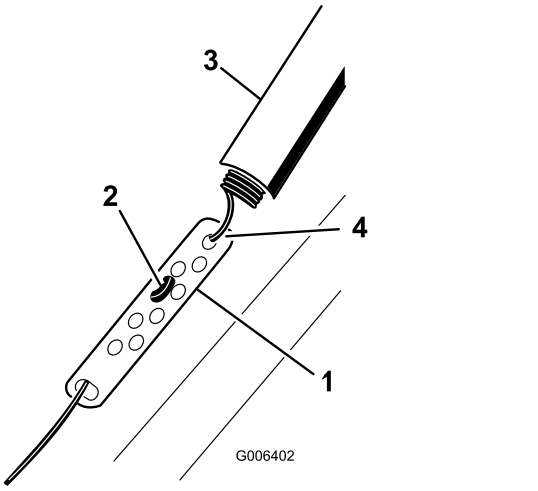

Bild 21
1. Schieben Sie die Federabdeckung nach oben und haken Sie die Feder aus dem Einstellglied aus (Bild 21).
2. Setzen Sie die Z-Befestigung in ein höheres oder niedrigeres Loch am Einstelllenker, um den Abstand von 2 mm bis 3 mm zwischen dem Schaltbügel und dem Griff zu erhalten (Bild 21).